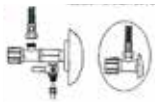

FIGURA A-2
2. Una vez purgado el restante de agua de las tuberías, instale el adaptador de conexión de suministro de agua (adaptador de 3 vías) fijándolo mediante cinta de teflón (figura A-2)